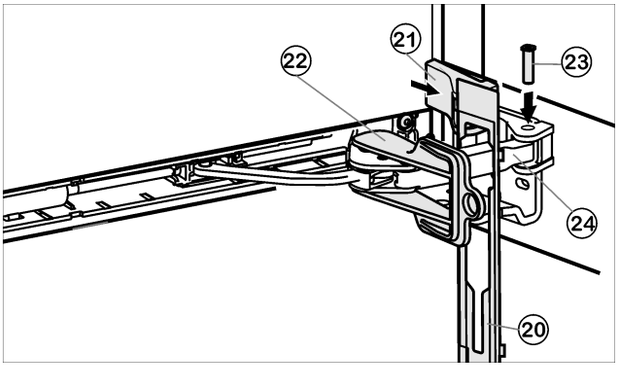

*Fig. 16*
- ▶ Hook panel *Fig. 16 (20)* into the damper bracket such that the detent hooks are pointing forwards and the front side is facing the appliance.
- ▶ Pull damper bracket *Fig. 16 (24)* towards bearing bracket and insert bolt *Fig. 16 (23)* from above such that the square is resting in the recess.
- ▶ Position cover *Fig. 16 (21)* and snap in.
- ▶ Remove locking device *Fig. 16 (22)* by twisting it.
- ▶ Snap panel *Fig. 16 (20)* into place on the door.